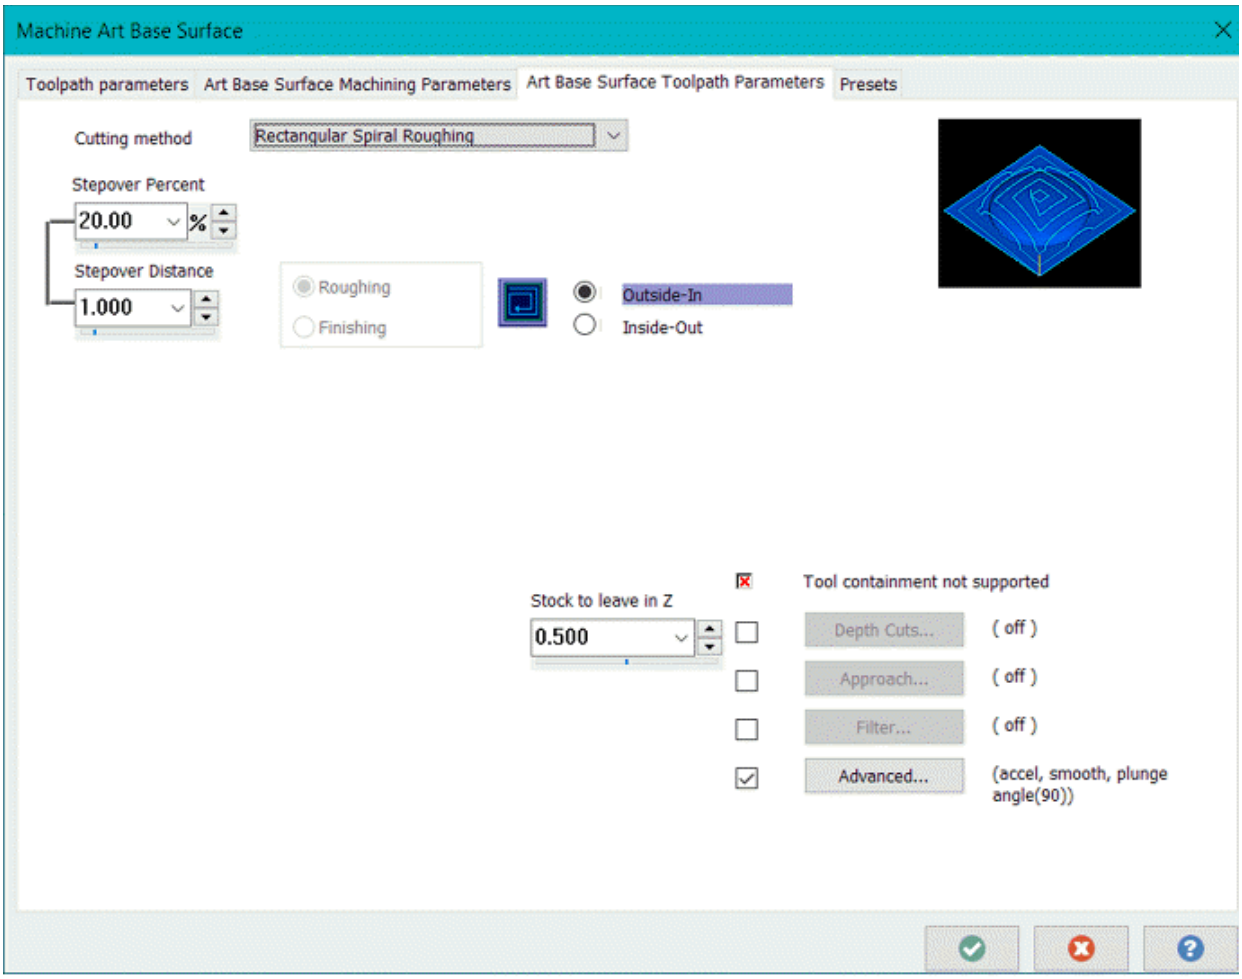

Figure-48. Art Base Surface Toolpath Parameters tab
- Click on the **Art Base Surface Toolpath Parameters** tab from the dialog box to define cutting parameters; refer to Figure-48.